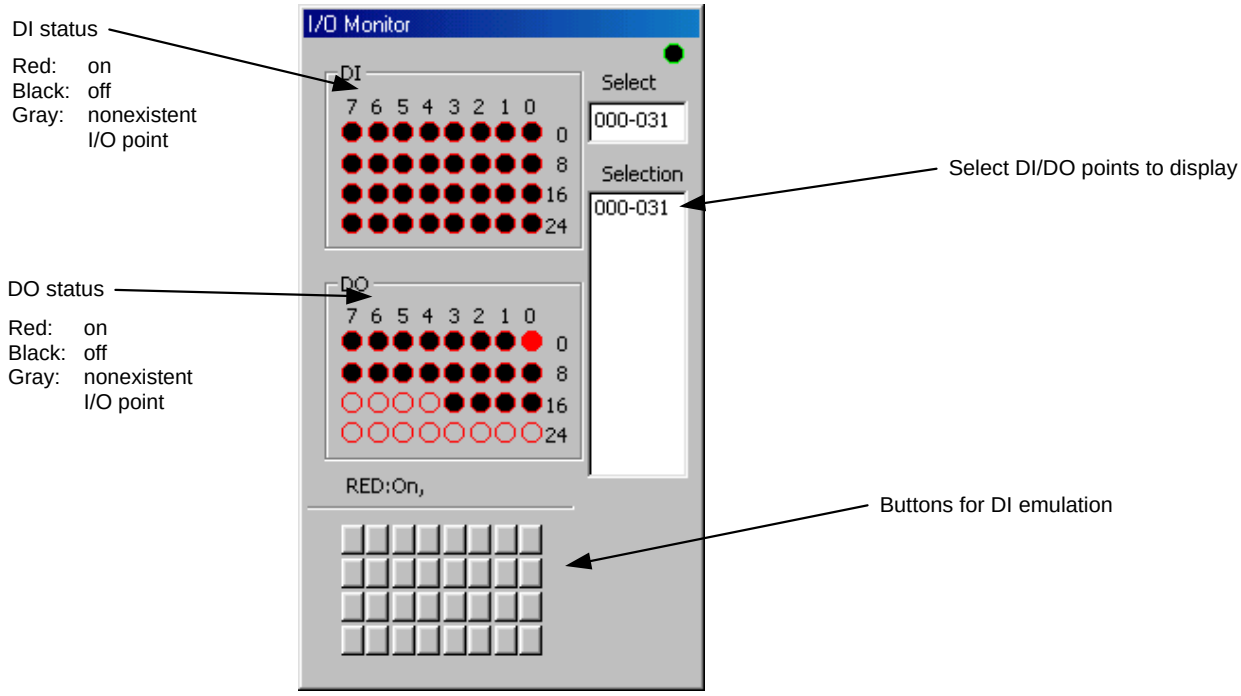

Figure 7.11 “I/O Monitor” dialog box
(2) I/O monitor
In the “Terminal” menu, click *“I/O Monitor (I)”* under “Monitor” to display the “I/O Monitor” dialog box (see Figure 7.11).